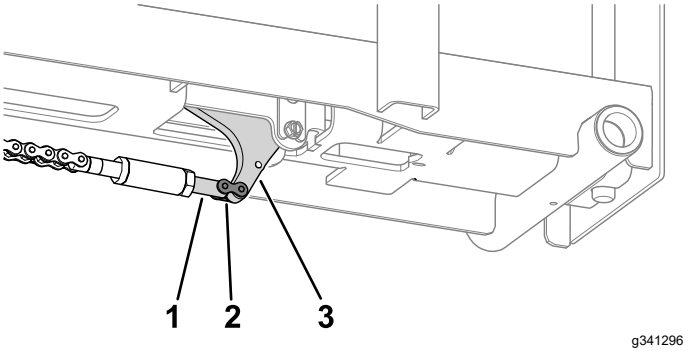

Figuur 14
8. Verbind de spanmoer van de sluitschakel via een sluitschakel met de wielaanslag (Figuur 14).